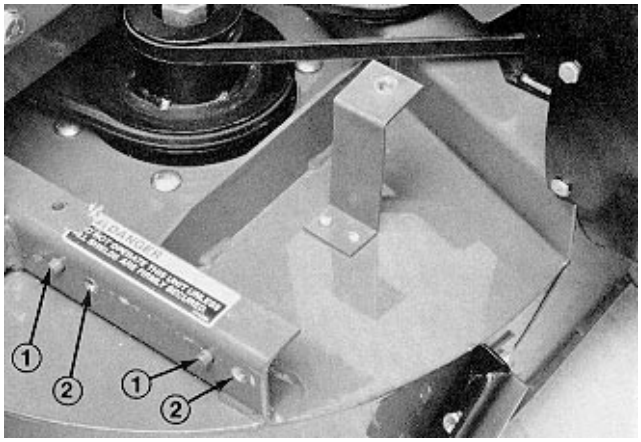

Figure 20
1. Position bumper onto rear channel pins (Fig. 20)